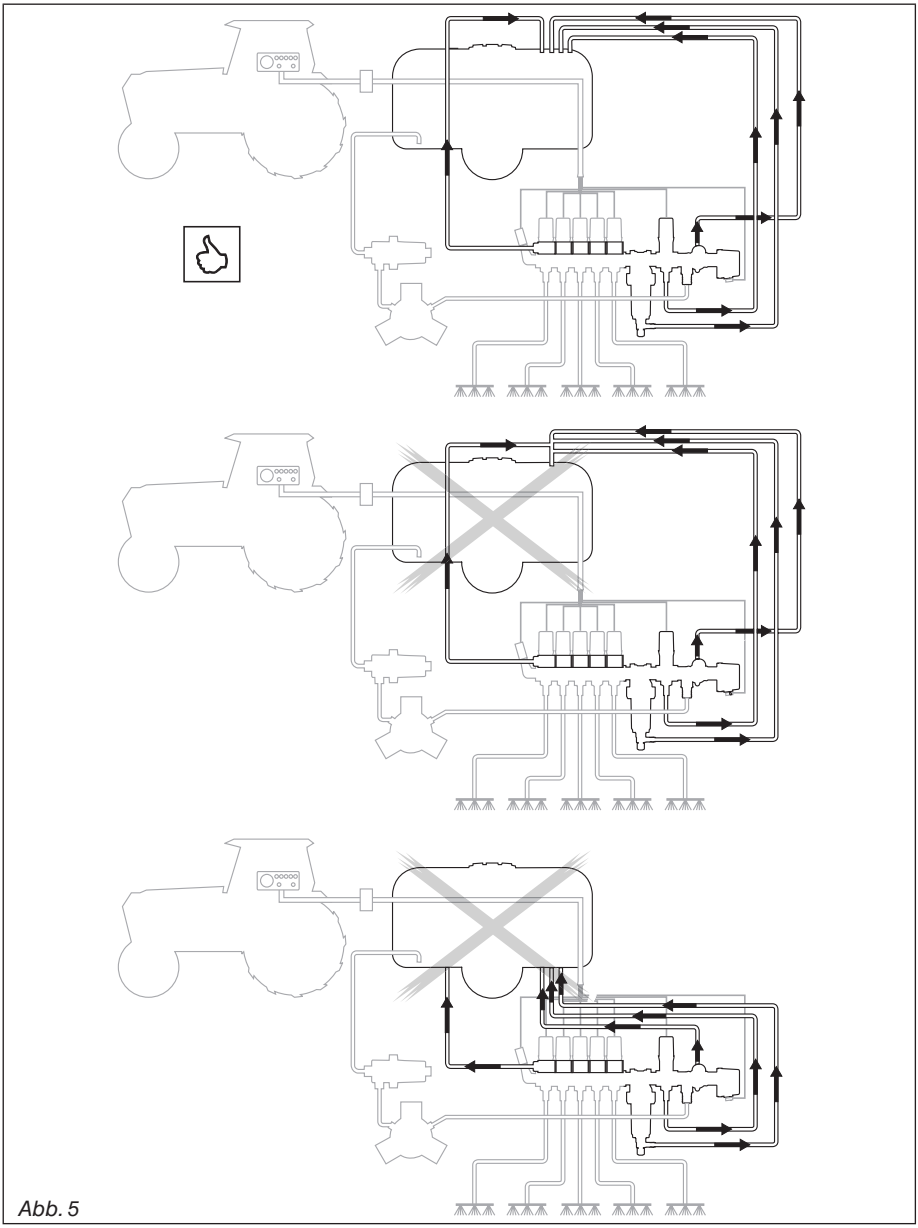

Abb. 5
- Verlegen Sie die Rückflußleitungen nicht am unteren Teil des Tanks, mit der Absicht, diese als hydraulische Rührstrahler zu verwenden, sondern verlegen Sie diese Leitungen stets nur oben am Tank, wobei die jeweilige Flüssigkeit wie auf Abb. 5 im freien Fall austreten soll.